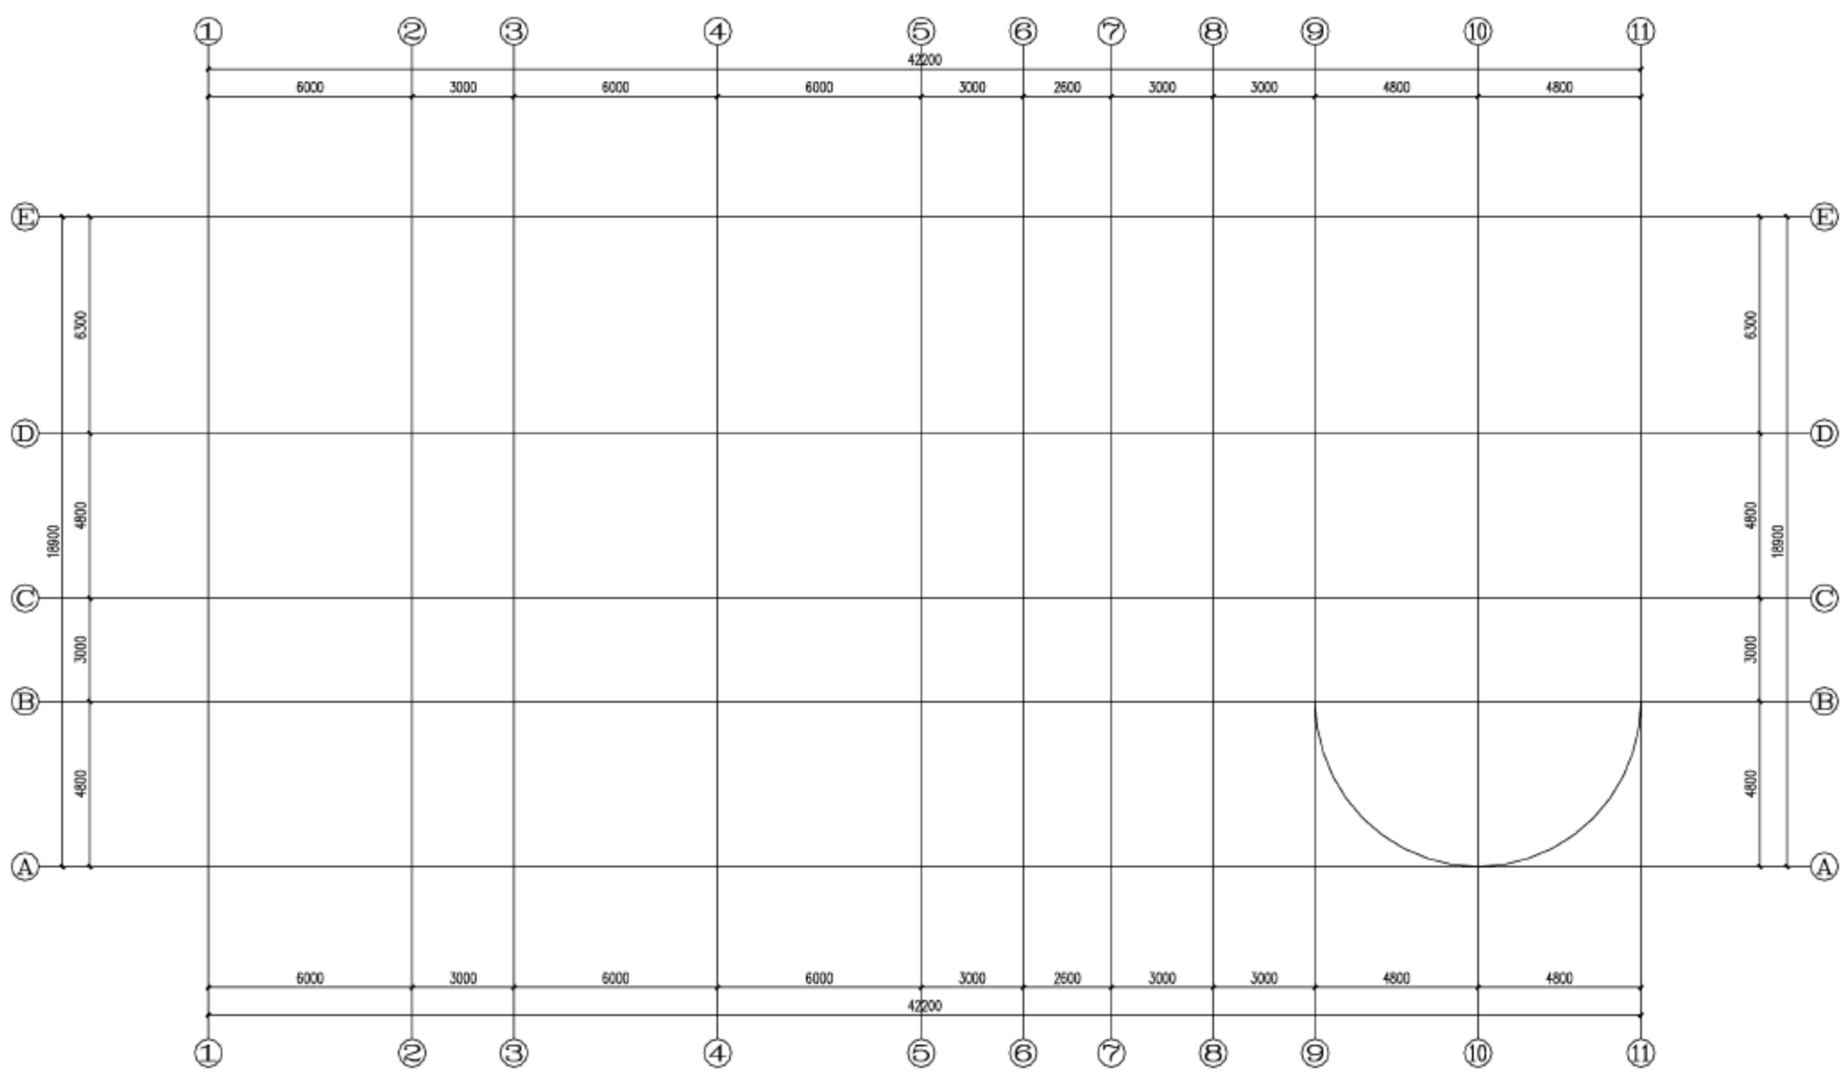

图 17-7　标注轴网
本图的轴号可以用“两点轴标”命令实现。采用“两点轴标”命令可以使纵向轴线以数字作轴号，横向轴网以字母作轴号。生成的标注轴网如图 17-7 所示。
(2) 单击菜单中的“轴网柱子”→“轴网标注”命令，在对话框中“输入起始轴号”为“A”，在对话框中选择“双侧标注”，在图中从下至上选择纵向轴线两侧的轴线，如图 17-7 所示。